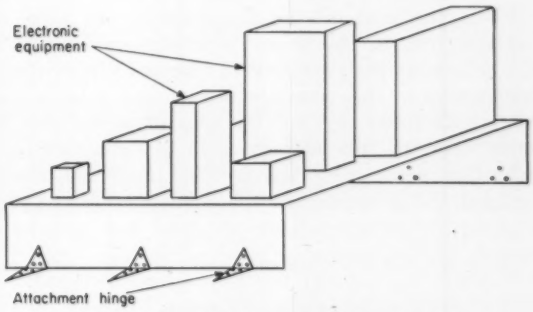
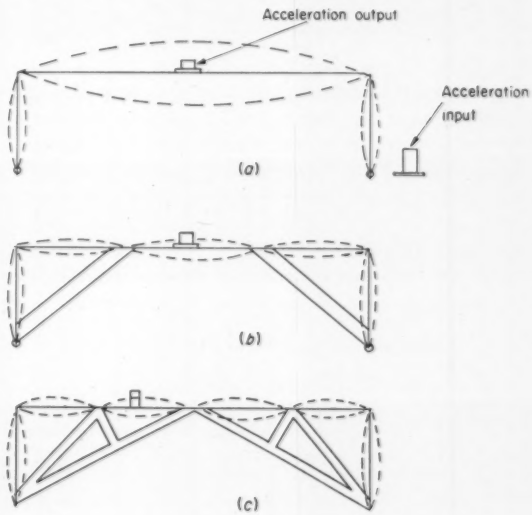

Fig. 2—Typical electronics chassis with hinged support to structure.
Fig. 3—Motion of electronics chassis in vertical plane. Fundamental response, *a*, is changed by adding stiffeners, *b* and *c*.
For purposes of illustration, a typical electronic chassis is shown in Fig. 2. This chassis is attached by hinges to a support structure, such as an airplane.
6. A modified chassis is built, Fig. 3, with the same physical characteristics as the prototype. Typical weights, instead of actual equipment, are randomly distributed on the chassis. Accelerometers are placed on the chassis, and the chassis is tested across the specified vibration range.
The following system, reviewed in Table 1, is proposed so that the engineer can have rational and simple parameters for use in chassis design. First, a modified chassis is built, Fig. 3*a*, similar to that of Fig. 2. The physical characteristics of this chassis are the same as the prototype, but weights are placed on top to provide a good random distribution of typical components on this chassis.